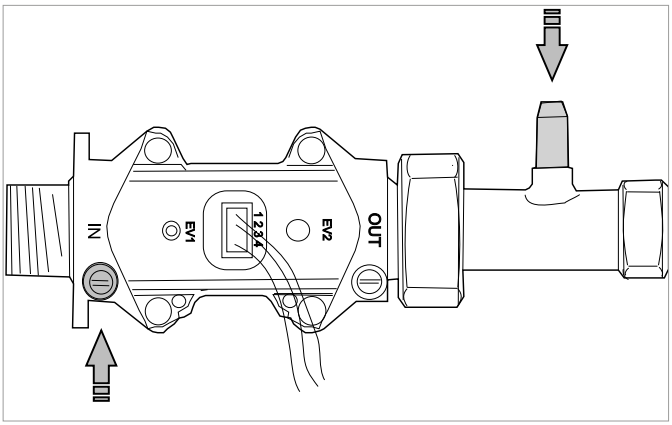

Figuur 12: *Gasmeting*
6. Laat altijd 4 mm ruimte tussen dit paneel en het frame van het glas om deze bereikbaar te houden voor service-doeleinden (zie figuur 12).